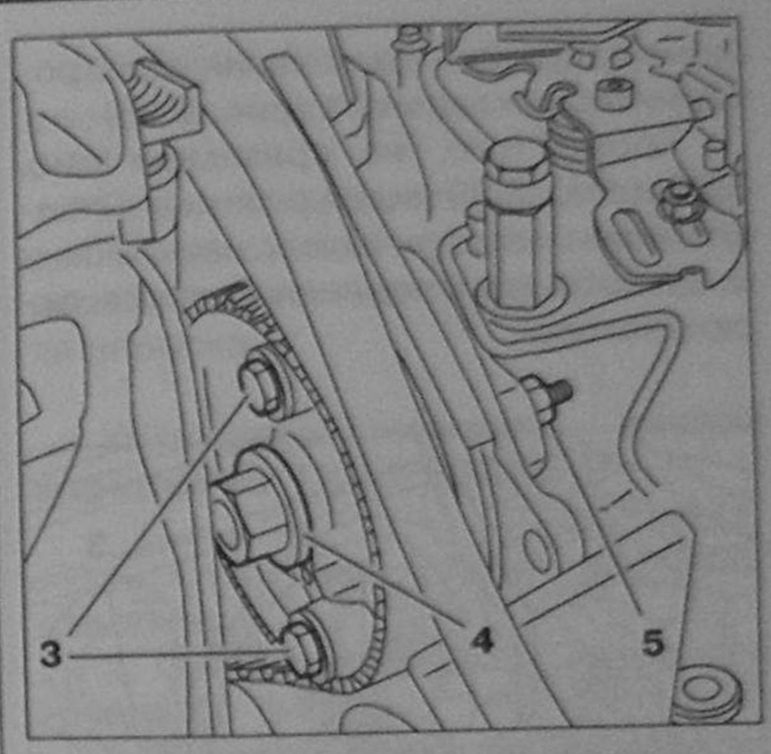

Рис. 5.95. Установка ТНВД.
15. Ослабьте гайку **5** (рис. 5.95).